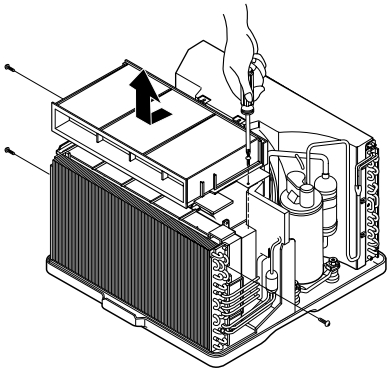

Figure 15
7. Remove the air guide upper.(See Figure 15)